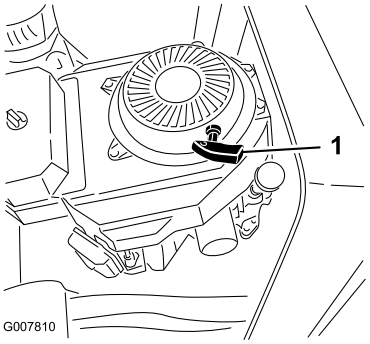

Bild 20
- Modell 22970: Drehen Sie den Schlüssel auf die Ein-Stellung und ziehen Sie dann am Rücklaufstartergriff, um den Motor anzulassen (Bild 20).